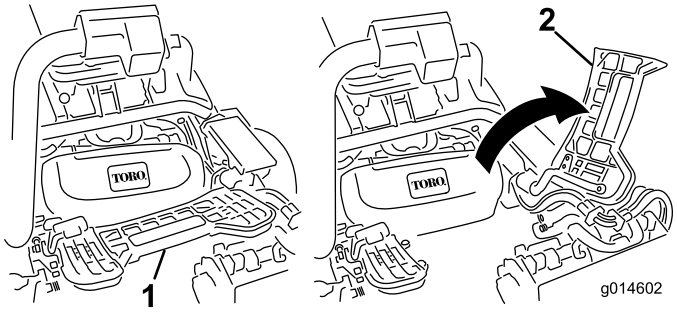

**Figur 11**
3. Skal du montere den midtre klippeenheten, må du løfte opp fothvileren og svinge den opp, slik at det er mulig å komme til stillingen til den midtre klippeenheten (Figur 11).